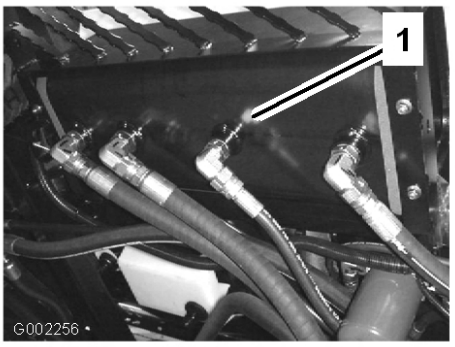

Figur 59
2. Gör rent omkring hydraulslangnippeln längst ner på hydrauloljetanken (Figur 59).
4. Ta bort slangnippeln från tanken och låt oljan rinna ner i kärlet (Figur 59).